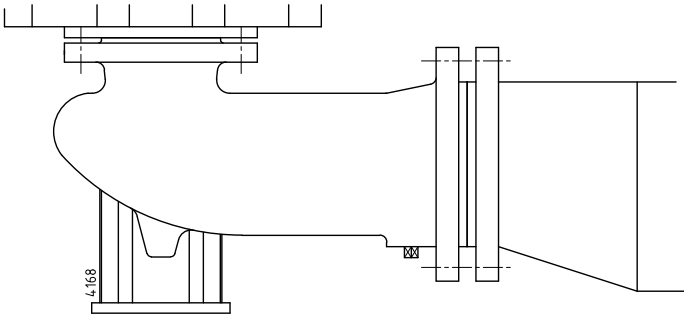

*Рисунок 6. Переходной патрубок с эксцентрическим расположением концевых отверстий для всасывающего фланца.*
- Если внутренний диаметр всасывающей трубы превышает размер приемного патрубка насоса, следует использовать переходной патрубок с эксцентрическим расположением концевых отверстий для предотвращения образования воздушных пробок и завихрений. См. рисунок 6.